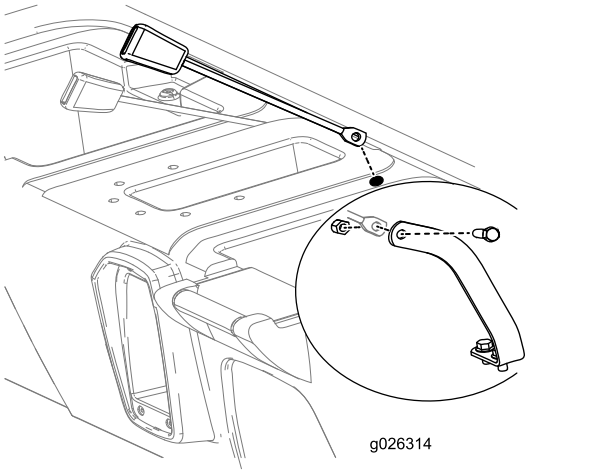

Рисунок 11
7. Вставьте приемный конец каждого узла блокировки ремня безопасности в одно из недавно просверленных в основании сиденья отверстий (Рисунок 11).
8. Приподнимая заднюю часть основания сиденья, чтобы получить доступ, установите приемный конец каждого узла блокировки ремня безопасности на каждый крепёжный кронштейн ремня безопасности с помощью болта (на 7/16 дюйма) и контргайки (на 7/16 дюйма), как показано на Рисунок 11.